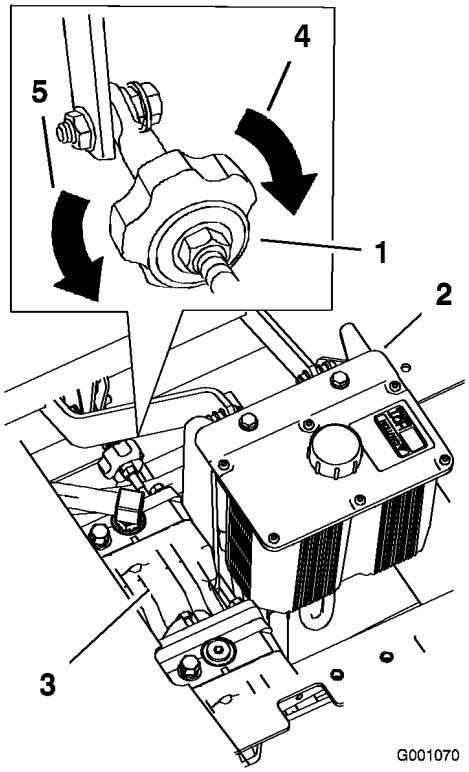

Figur 48
4. For at få maskinen til at køre til højre skal du dreje knappen mod maskinens højre side. Se Figur 48.
5. For at få maskinen til at køre til venstre skal du dreje knappen mod maskinens venstre side. Se Figur 48.